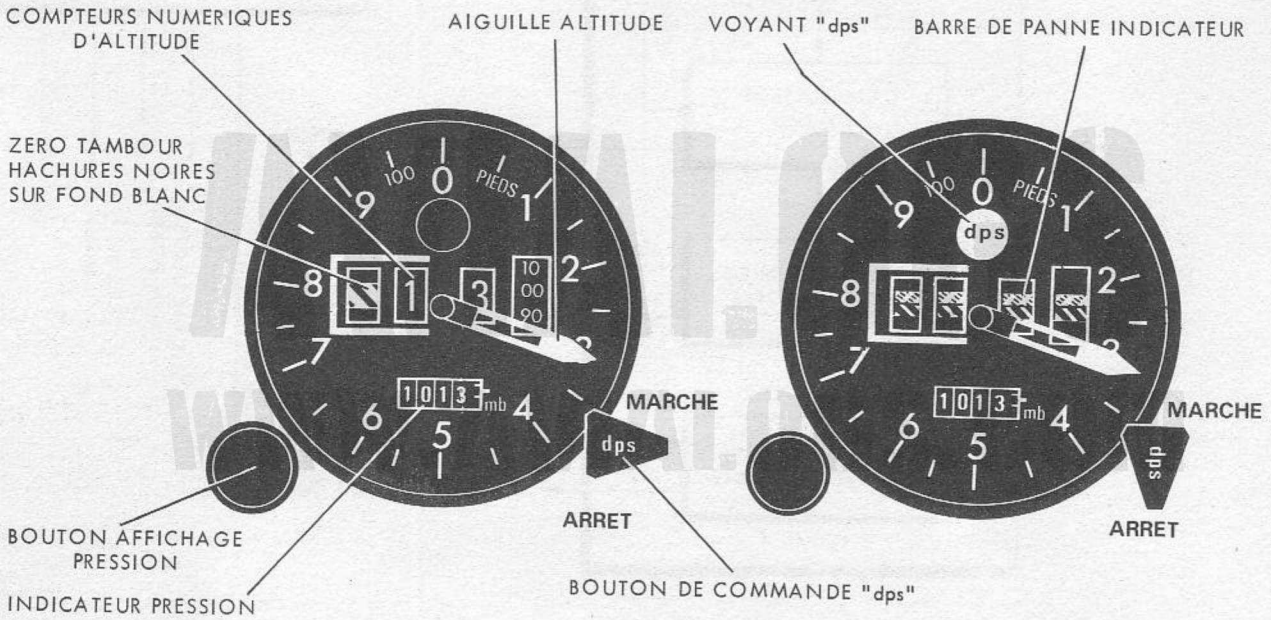

FIGURE 5 - ALTIMETRE CODEUR
9.1.2.2.3 - Altimètre codeur (Fig. 5)